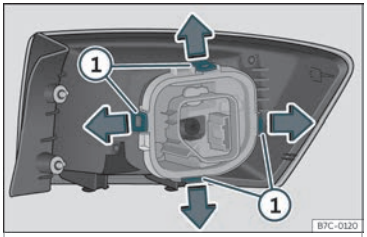

Fig. 49 Lingüetas de fixación na parte posterior da unidade de luz traseira.
– Desmonte o portalámpadas desbloqueando as lingüetas de fixación ››› **fig. 49** ①.